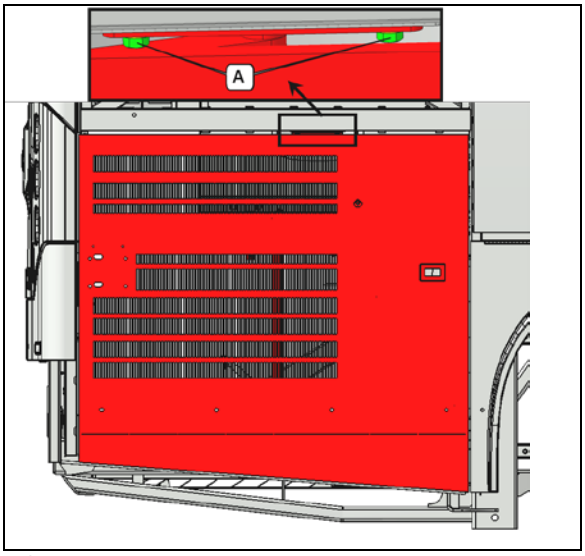

FIGURE 45
2. Make sure bolts A are tight (**FIGURE 45**).